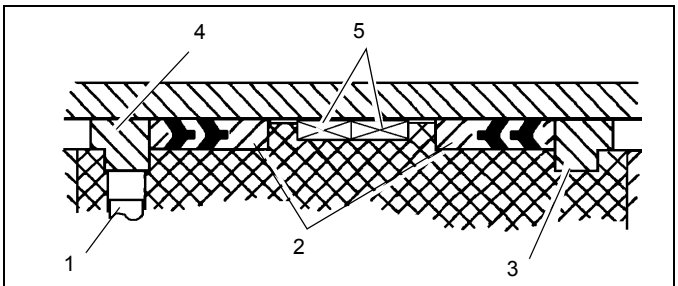

FIGURA 2-45
10. Instale os anéis de trava, as vedações Hydrolock e os anéis de desgaste na parte externa do pistão Figura 2-45. Consulte a figura intitulada.